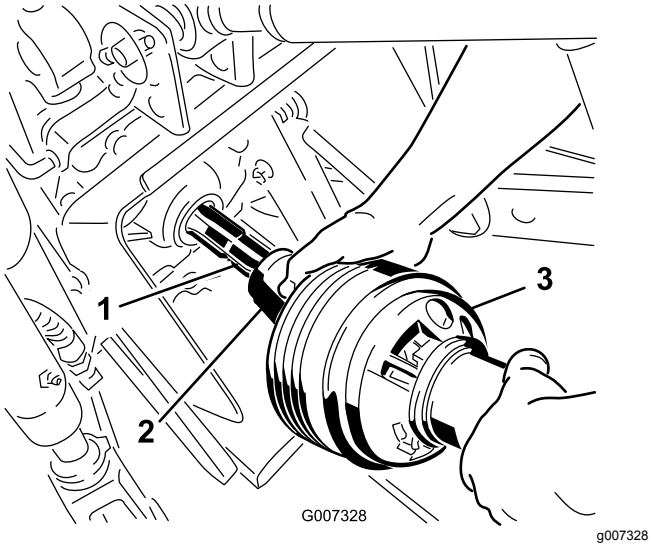

Figur 24
3. Anslut kraftuttagsaxeln till traktorns kraftuttagsaxel (Figur 24).